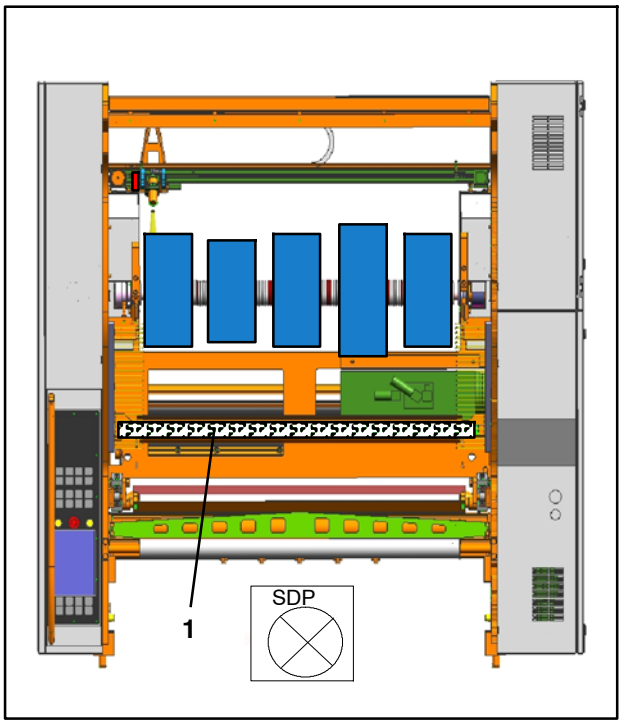
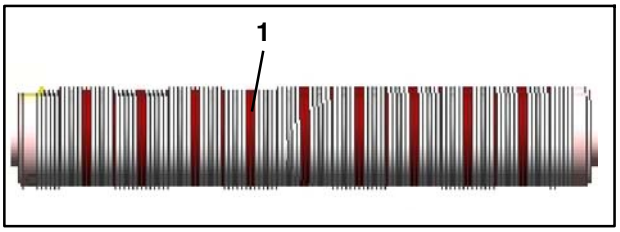

Fig. 196 Vue dans le sens de défilement
Fig. 197 Arbre à friction
16. Ajuster la bobine dans l'axe horizontal en utilisant les bagues de couleur de l'arbre à friction (Fig. 197/1) et/ou la règle (Fig. 196/1) comme repères